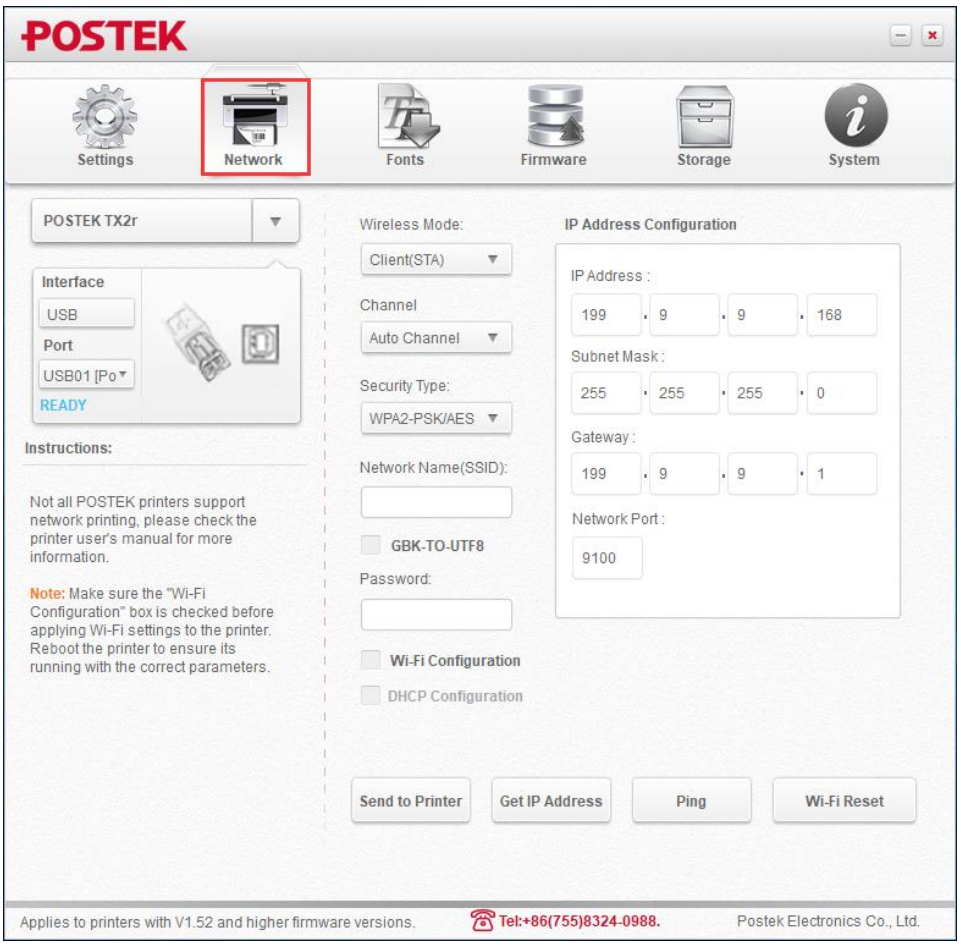

Figure 2-31 Open the Utility
4. Open the Utility software and click "Network", as shown in Figure 2-31.